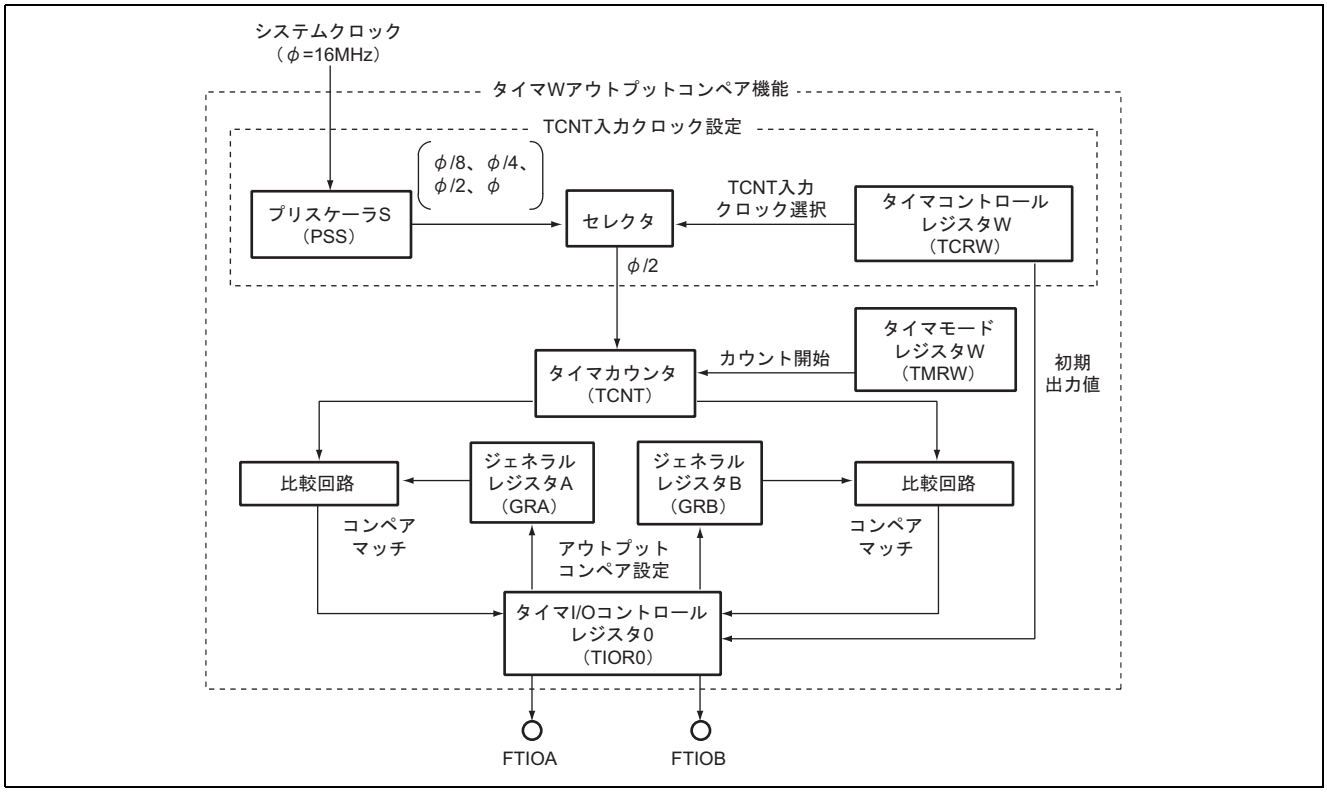

図 2.1　タイマ W コンペアマッチ 0/1 出力のブロック図
1. 本タスク例では、タイマ W のタイマカウンタ（TCNT）が、コンペアマッチしたとき、出力端子から 0 または 1 を出力します。タイマ W のブロック図を図 2.1 に示します。以下にタイマ W のブロック図について説明します。